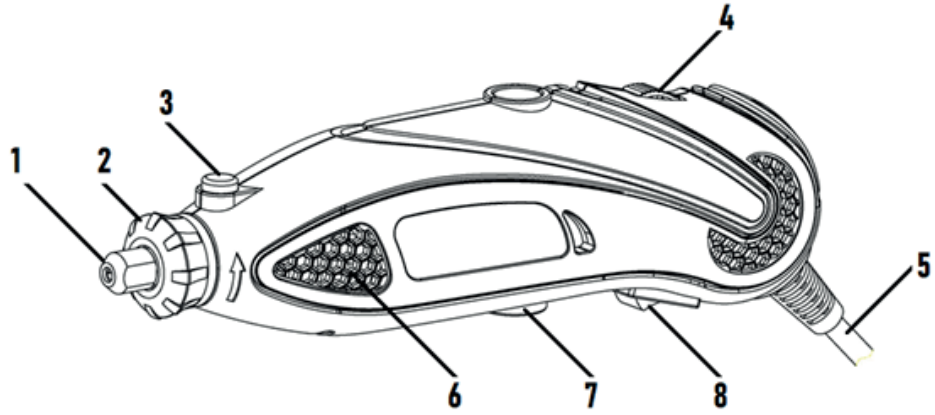

РИС.1
4.1. Основные элементы гравёра изображены на рис.1